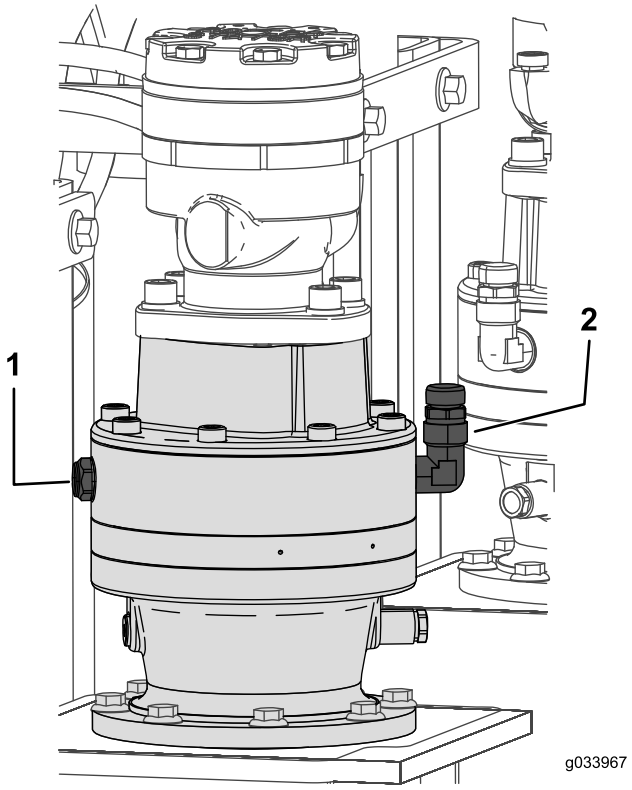

Rysunek 99
1. Sprawdź poziom oleju na wzierniku przy każdej przekładni planetarnej zespołu kotwiącego (Rysunek 99).
2. Wykręć korek z odpowietrznikiem i dolewaj oleju do przekładni planetarnej, aż jego poziom widoczny we wzierniku sięgnie co najmniej połowy wysokości (Rysunek 99).